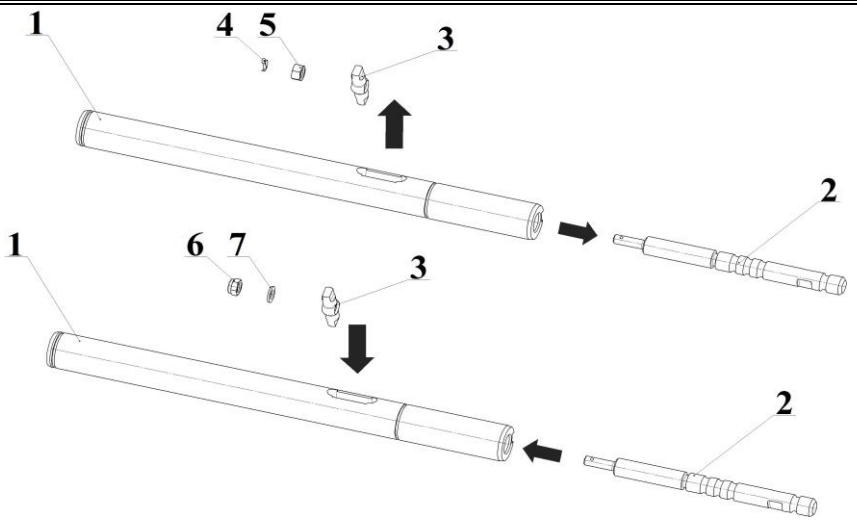

Рисунок 3 – Сборка вала переключателя
2.1.6 Демонтируйте с вала переключения 2 шплинт 4 и гайку 5, извлеките сухарь 3 (рисунок 3). Установите ранее снятый сухарь 3, шайбу 7 и самоконтрящуюся гайку 6 из комплекта поставки.